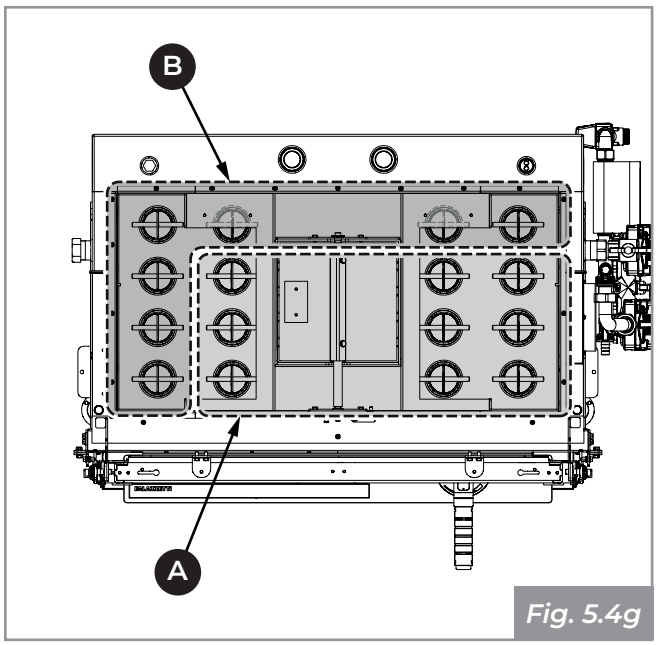

Fig. 5.4g
- Extraiga todos los turbuladores por la parte de arriba **(A - Fig. 5.4g)**, salvo los cuatro posteriores y los tres en el lado opuesto a la instalación hidráulica, que se desmontarán por la parte de abajo **(B - Fig. 5.4g)**.